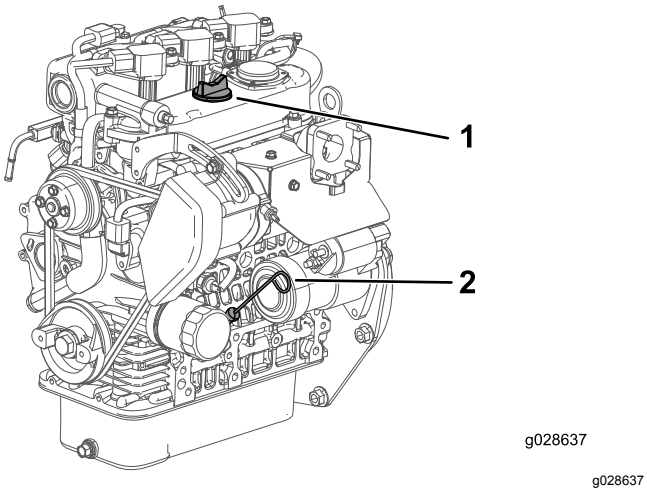

Figur 16
2. Fjern målepinden, og aftør den med en ren klud (Figur 16).
3. Sæt målepinden i røret, og sørg for, at den er helt i bund (Figur 16).
4. Fjern målepinden, og kontroller oliestanden (Figur 16).
5. Hvis oliestanden er lav, skal påfyldningsdækslet tages af (Figur 16) og tilstrækkeligt olie hældes på til at hæve niveauet til full-mærket på målepinden.
6. Sæt målepinden helt på plads (Figur 16).